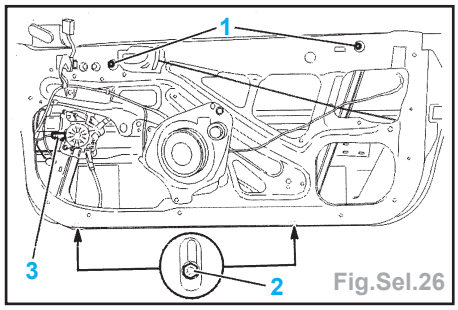

Fig.Sel.26
- les fixations (**1**), les obturateurs et les fixations (**2**) (Fig.Sel.26),